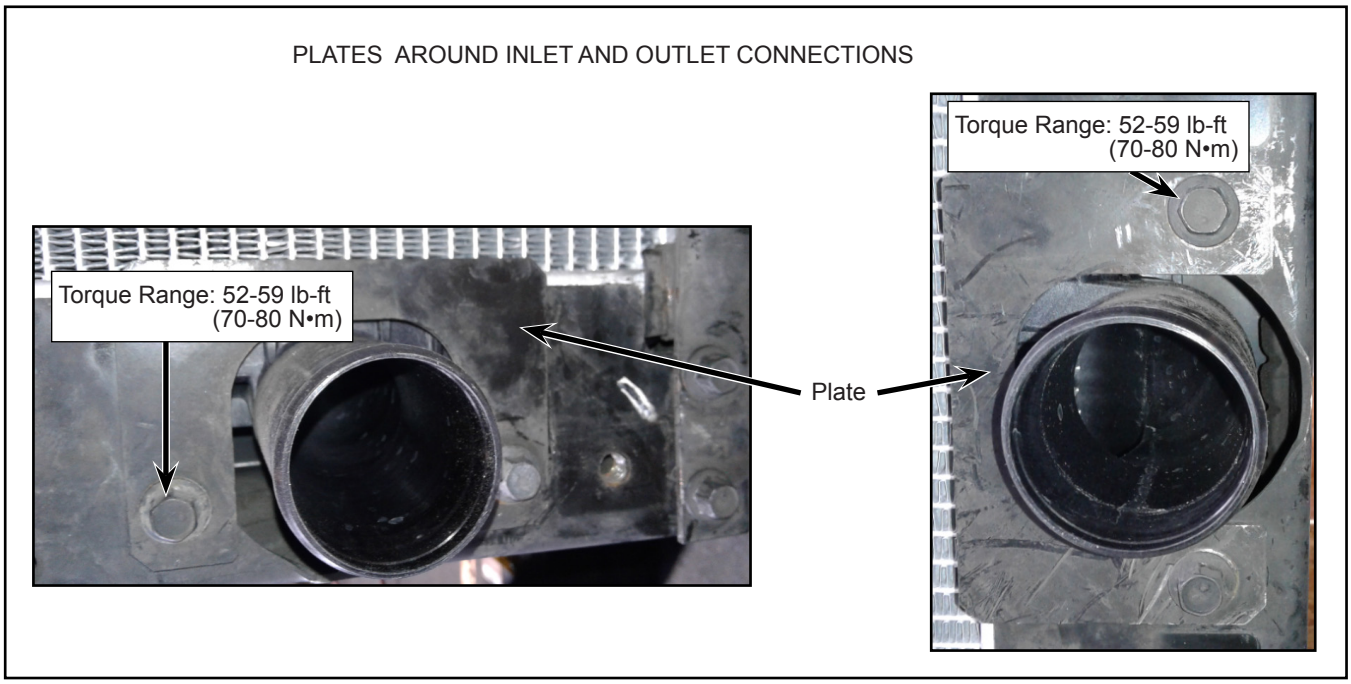

Figure 12 - Typical View of Plate Installation around Inlet and Outlet Connections
1.32. Install the plates around the inlet and the outlet connections (see Figure 12).